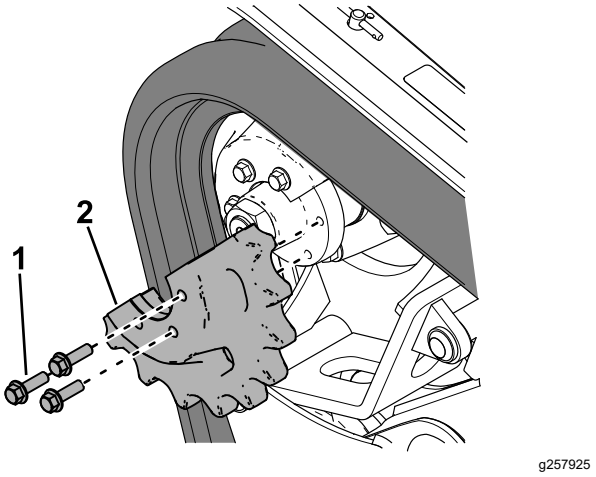

Рисунок 62
19. Нанесите резьбовой герметик на болты снятой половины ведущего колеса и установите половину ведущего колеса (Рисунок 62). Затяните болты с моментом от 95 до 115 Н·м.